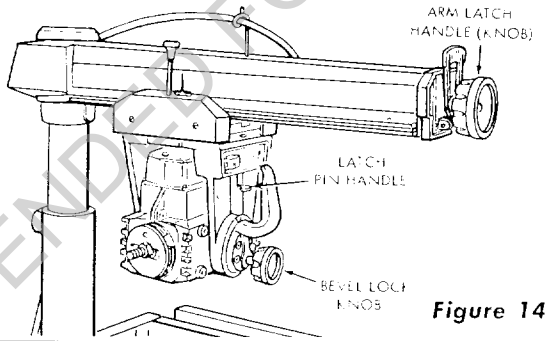

Figure 14
a. Loosen the bevel lock knob and lift up on the latch pin handle. (See figure 14.)